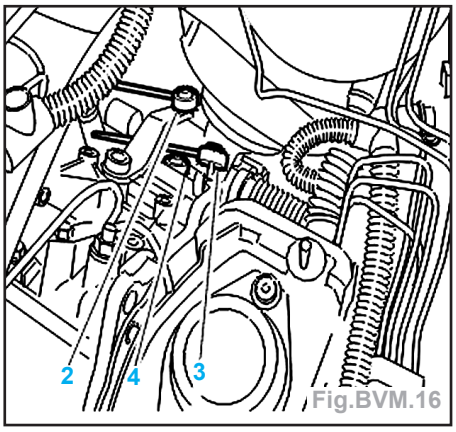
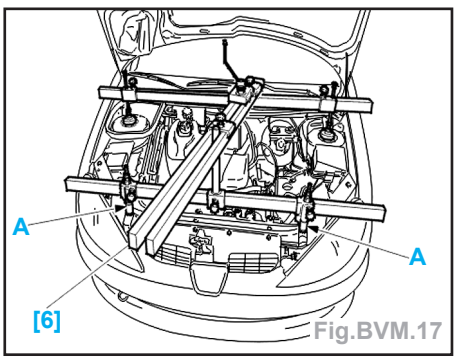

Fig.BVM.16
Fig.BVM.17
- Désaccoupler (Fig.BVM.16) :
- la biellette de sélection (2),
- biellette de passage (3),
- la biellette de réaction (4).
- Mettre en place la traverse [6] et ses supports (Fig.BVM.17).